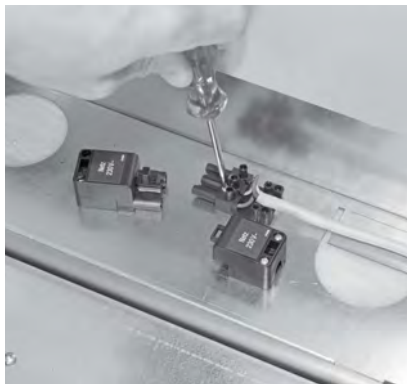

Fig. 156 Dévisser la douille du câble
- Retirer les capuchons de la douille secteur avant d'enlever complètement la douille du câble – Fig. 156.